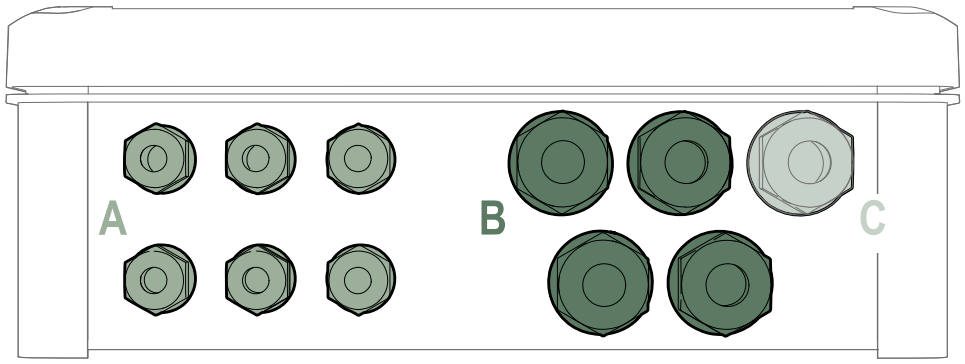

Fig. 7 : Imagen frontal prensacables
1. Introducir el cable en el prensacables indicado en la Fig. 7 (prensacables C);
Dependiendo de la aplicación, el usuario puede realizar otras conexiones eléctricas, ver Fig. 7 .